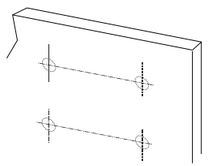

Figure 4
4. Place WME-04 cabinet safely aside **(Figure 4)**.